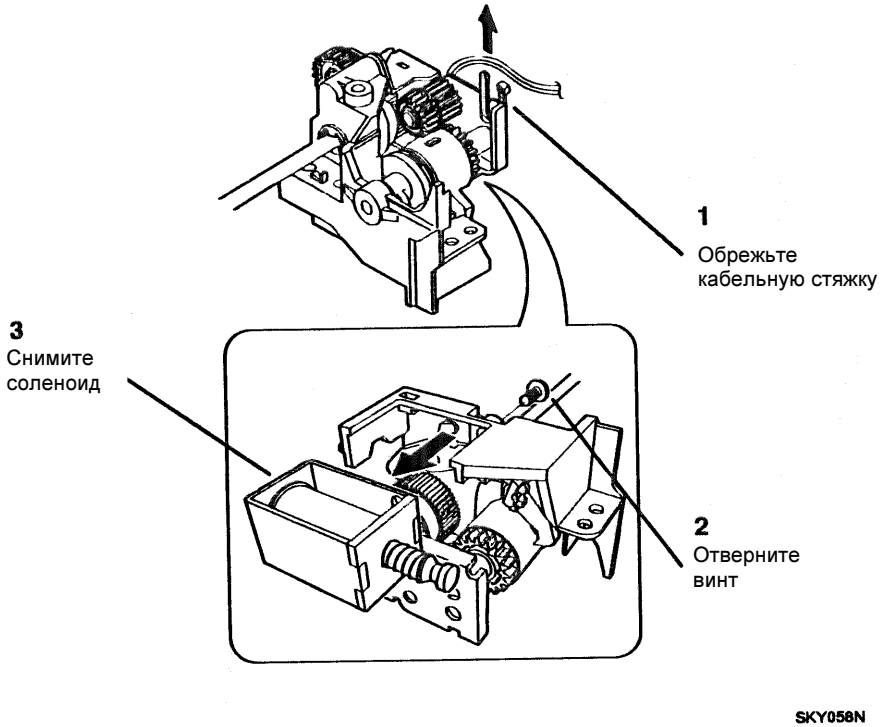

Рисунок 4. Снятие соленоида подачи
5. (Рисунок 4): Снимите соленоид подачи.